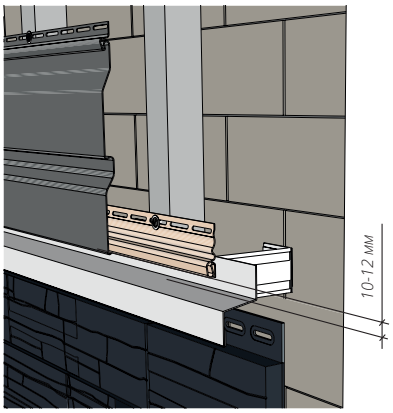

*Рисунок 71*
**16.1** Установите стартовую планку по всему периметру здания, соблюдая основные правила монтажа. От нижней части стартовой планки до металлического отлива, разделяющего цокольную и фасадную часть пола террасы, должно быть расстояние 10-12 мм, чтобы завести первую панель сайдинга в стартовую планку (рис. 71).